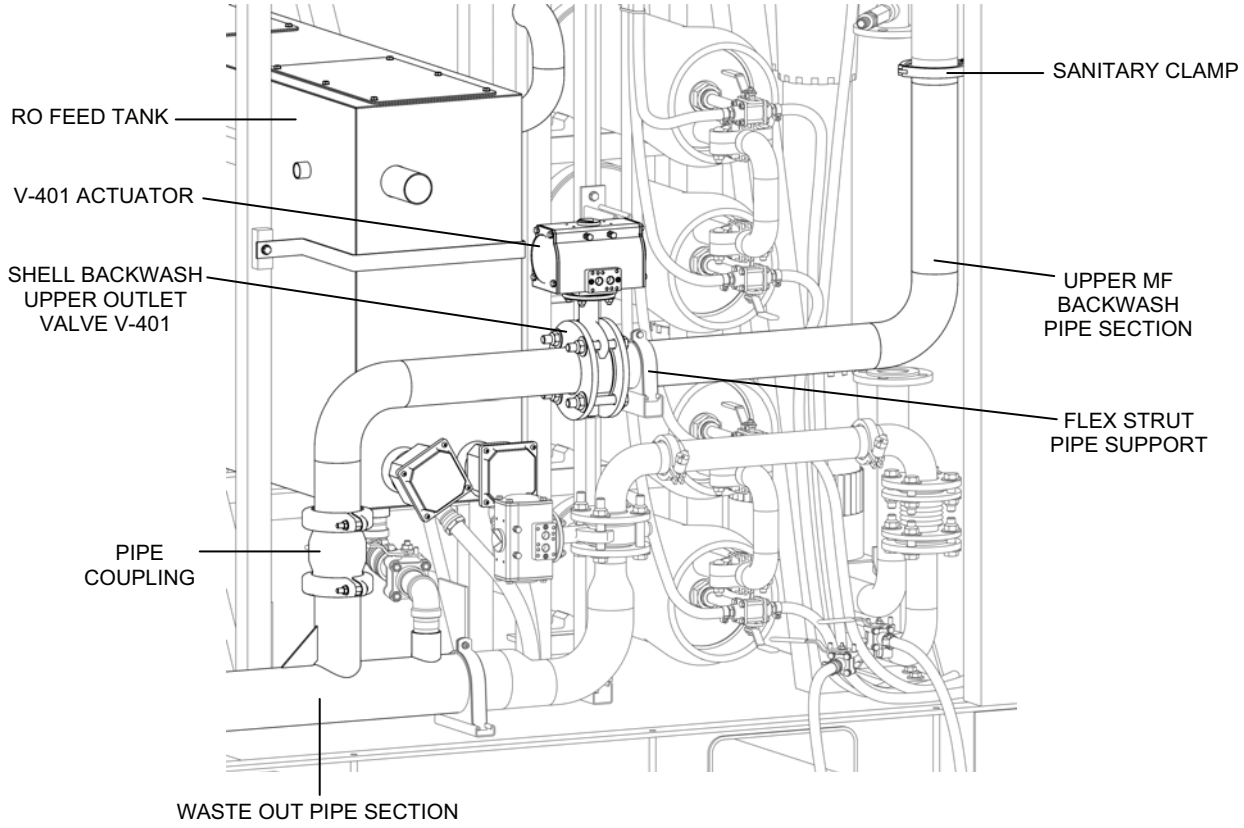

Figure 4. Upper MF Backwash Pipe Section Removal.
4. Remove the upper MF backwash pipe section as follows (see Figure 4):
6. Install the upper MF backwash pipe section at the right end of the tank as follows (see Figure 4):
a. Position the upper MF backwash pipe section as shown in Figure 4.